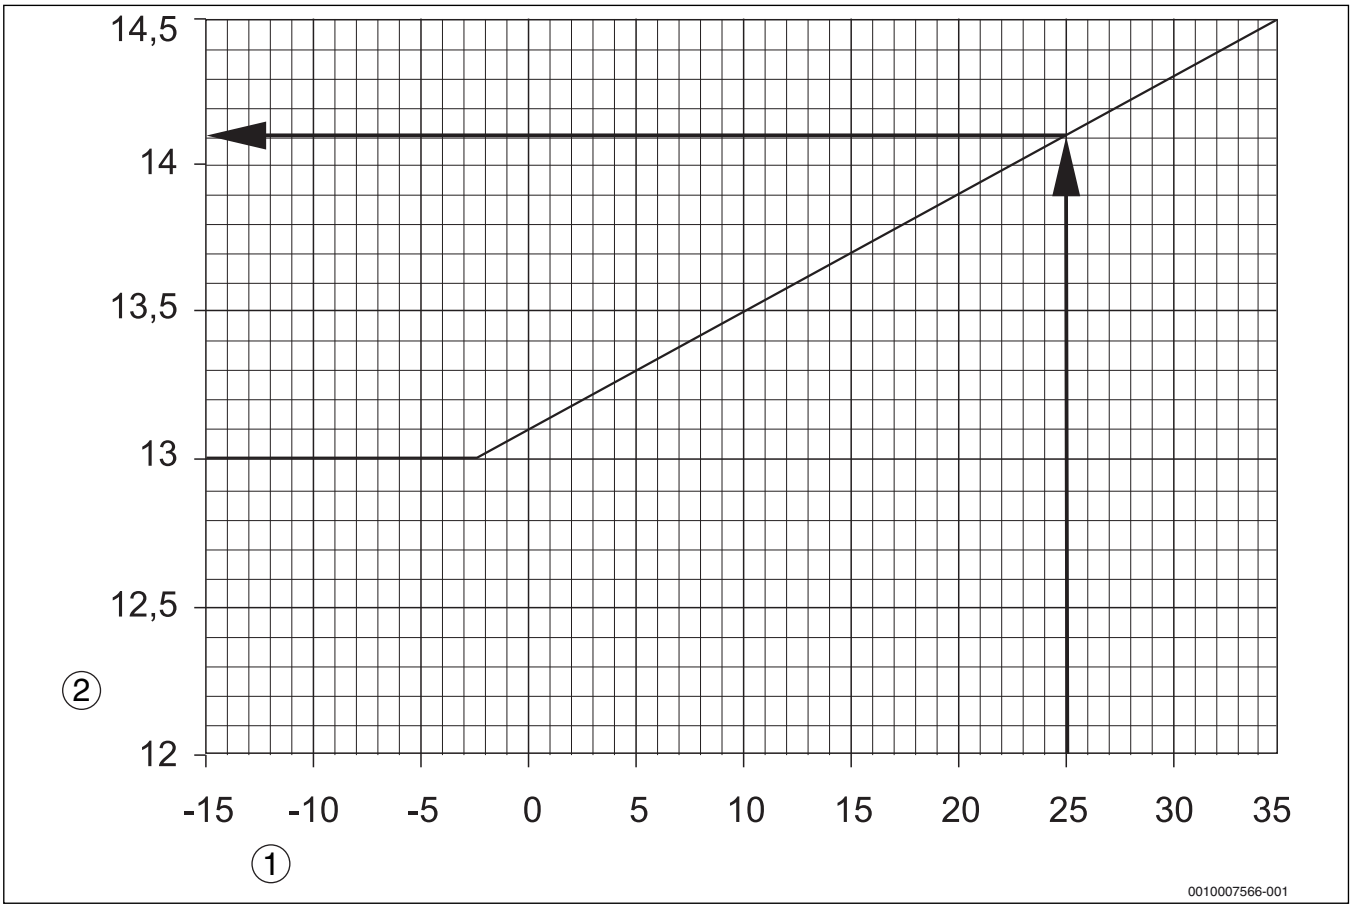
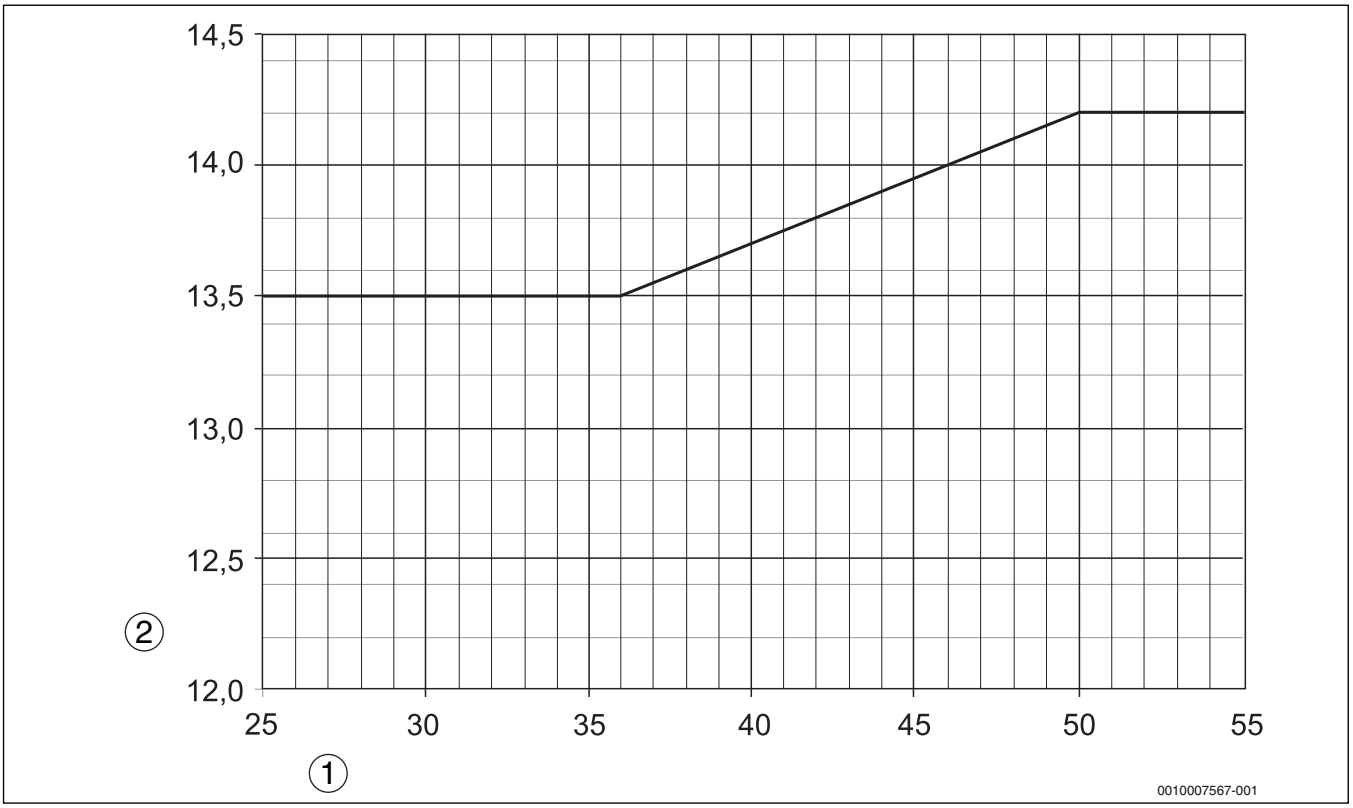

Fig. 6 Réglage du CO_2 en cas d'arrivée d'air sur le raccordement du mur extérieur (valable avec et sans le corps du brûleur)
Fig. 7 Réglage du CO_2 en cas d'arrivée d'air sur l'arrivée d'air et l'évacuation des fumées concentriques (valable avec et sans le corps du brûleur)
- Régler la teneur en CO_2 au niveau de la vis de réglage de pression sur la pompe à fioul selon la fig. 6 ou la fig. 7, selon que l'air est aspiré directement par le mur extérieur ou par un tube concentrique.